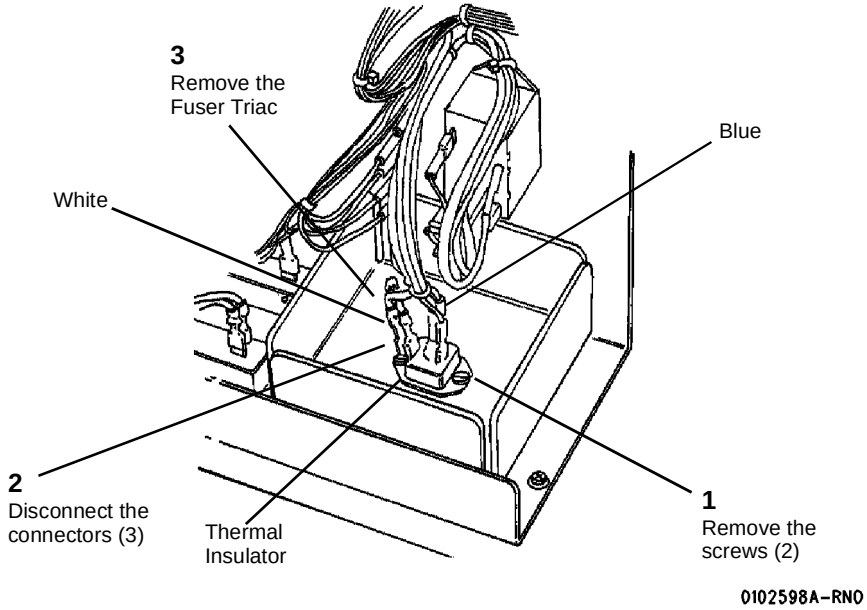

**Figure 1 Removing the Fuser Triac**
2. (Figure 1): Remove the Fuser Triac.